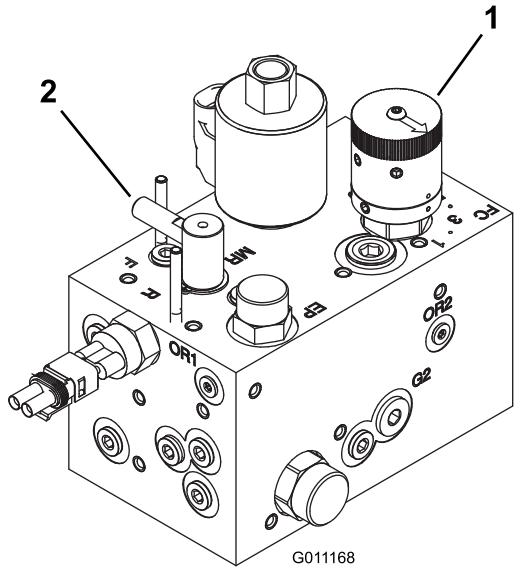

Rysunek 47
2. Pokrętem regulacji obrotów wrzecion (Rysunek 47) ustaw obroty oznaczone liczbą odczytaną w kroku1.